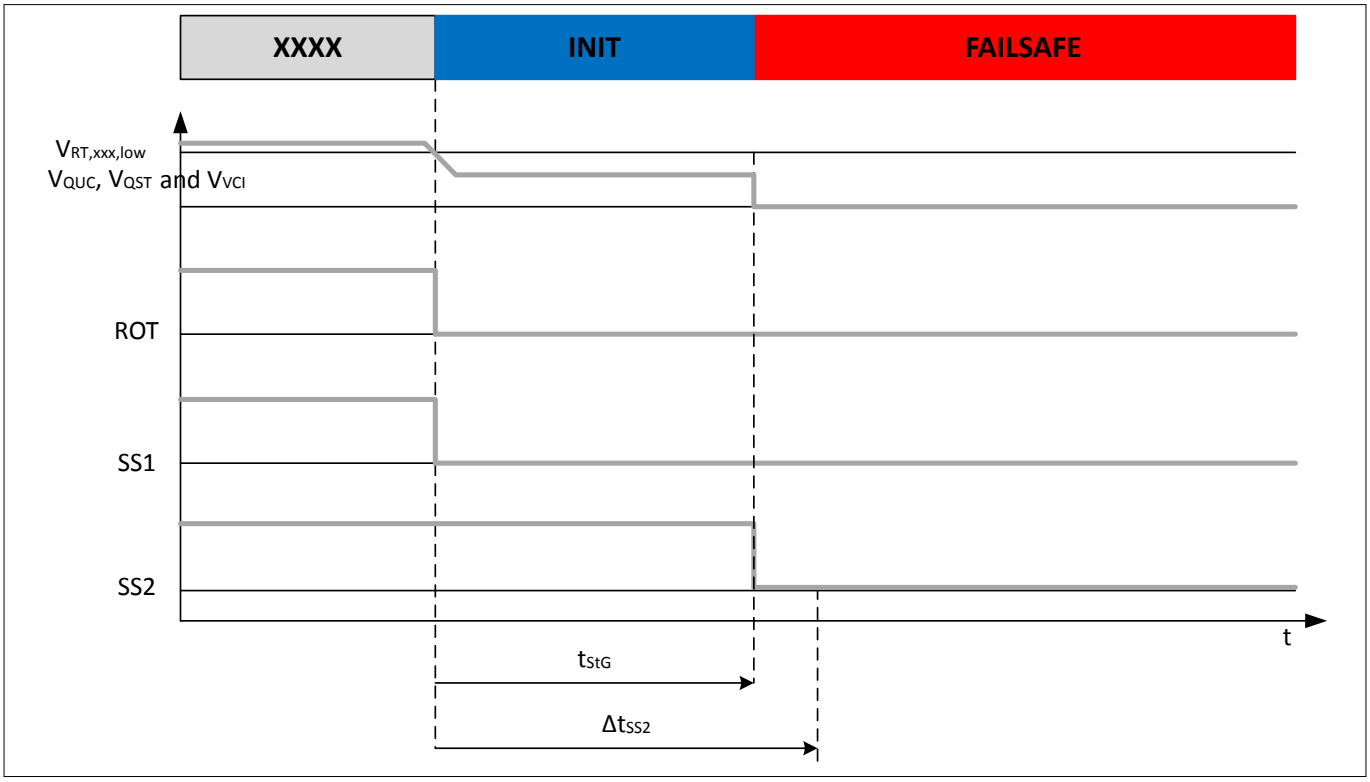

Figure 51 **Transition from XXXX to INIT to FAILSAFE-state after detection of short to ground**
- The detection of a short to ground of the MCU related voltages V_{QUC}, V_{QST} or V_{VCI} as shown in the Figure 51 is first detected as an undervoltage event and move the device from NORMAL-state to INIT-state. After the short to ground detection time t_{StG} the device then moves from INIT-state to FAILSAFE-state (please refer to transition from INIT-state to FAILSAFE-state).
- The detection of a short to ground of the MCU related voltages V_{QUC}, V_{QST} or V_{VCI} as shown in the Figure 51 is first detected as an undervoltage event and move the device from STANDBY-state to INIT-state. After the short to ground detection time t_{StG} the device then moves from INIT-state to FAILSAFE-state (please refer to transition from INIT-state to FAILSAFE-state).
- The detection of a short to ground of the MCU related voltages V_{QUC}, V_{QST} or V_{VCI} as shown in the Figure 51 is first detected as an undervoltage event and move the device from SLEEP-state to INIT-state. After the short to ground detection time t_{StG} the device then moves from INIT-state to FAILSAFE-state (please refer to transition from INIT-state to FAILSAFE-state).
- The detection of a short to ground of the MCU related voltages V_{QUC}, V_{QST} or V_{VCI} as shown in the Figure 51 is first detected as an undervoltage event and move the device from WAKE-state to INIT-state. After the short to ground detection time t_{StG} the device then moves from INIT-state to FAILSAFE-state (please refer to transition from INIT-state to FAILSAFE-state).